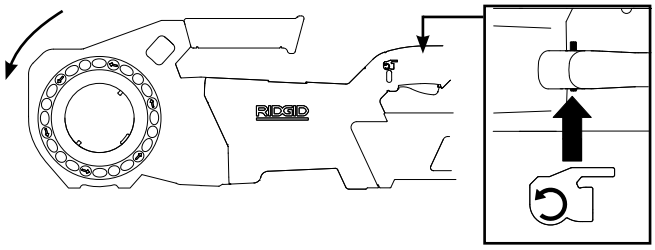

Figura 5B – Posizione interruttore INDIETRO (Senso antiorario)
- Ripetere la procedura per l'operazione all'indietro *(vedere Figura 5B)*. Se l'unità di trasmissione non ruota nel senso corretto o l'interruttore ON/OFF non controlla il funzionamento della macchina, non usare la macchina finché non è stata riparata.